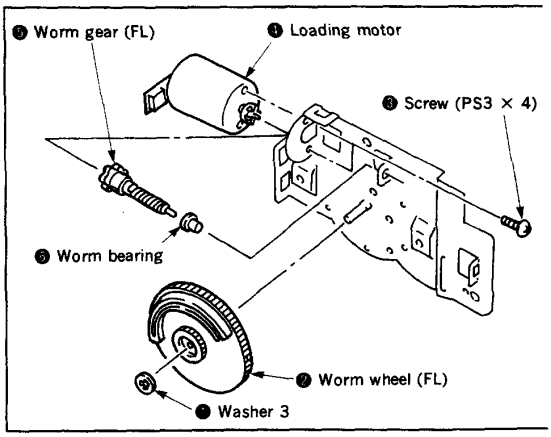

Fig. 3-4.
3-1-4. Loading motor, worm gear (FL), worm whe (FL), worm bearing (Fig. 3-4)
1) Remove washer 3 ❶, then pull out the worm wheel (Fl ❷.
2) Remove the two screws ❸, then remove the loadir motor ❹.
3) Remove the worm gear (FL) ❺ and worm bearing ❻.